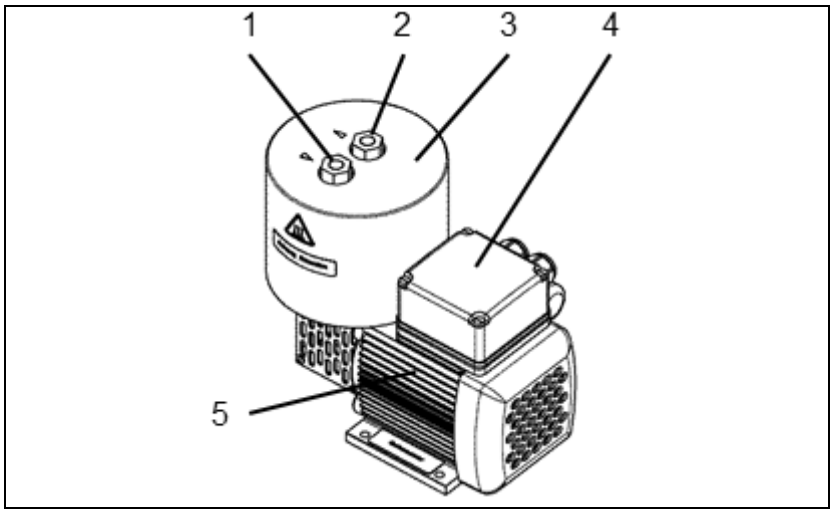

Abb. 1: N 012_T.16 E
2. Klemmkastendeckel des Motors (siehe Abb. 1, Position 4) abnehmen; dazu die vier Schrauben lösen.